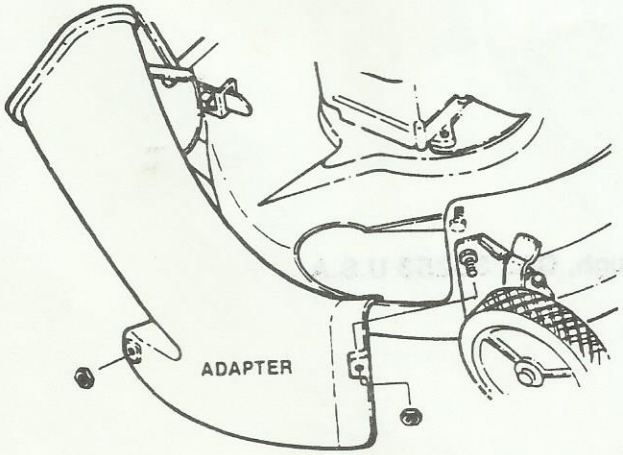

FIGURE 2
STEP 2: Guide the adapter in from the side of the mower deck until the stud located behind the right front wheel protrudes through the raised boss on the front edge of adapter. Secure here with hardware, but do not tighten at this time. See Figure 2.